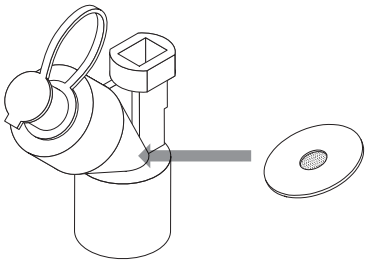

Figur 2. Aerogen Palladium vibrerende net-teknologi
- Anvend ikke unødigt tryk på den kuppelformede åbningsplade i midten af forstøveren (Figur 2).